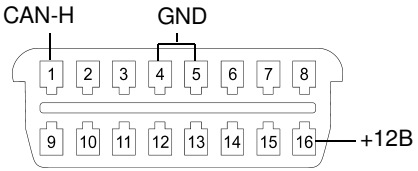

Рисунок 2. Подключение адаптера к разъему OBD-II.
2.2. Подключить Серый провод разъема X1 к информационной шине CAN автомобиля. Данное подключение возможно произвести, например, в жгуте 16-и контактного диагностического разъема OBD-II, расположенного в центральной консоли или под рулевой колонкой автомобиля, где цепь CAN-H подключена к контакту №1 (смотри рисунок 2).